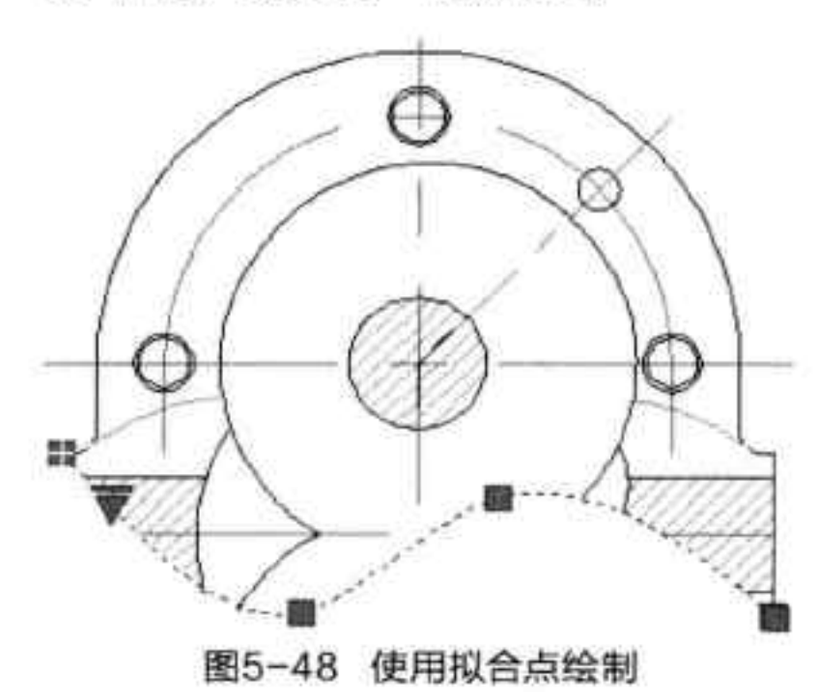

图5-48 使用拟合点绘制
- 样条曲线拟合：该模式是使用曲线拟合点来绘制样条曲线的，如图5-48所示。